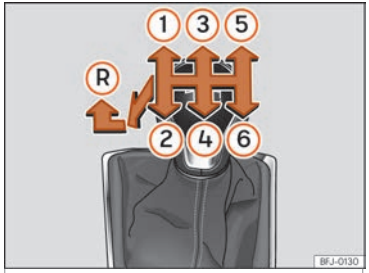

Fig. 164 Grille des vitesses de la boîte manuelle à 6 vitesses.
Les positions des vitesses sont représentées sur le levier de vitesses ››› fig. 164.
- Au point mort, appuyez sur le levier de vitesses, déplacez-le complètement vers la gauche puis vers l'avant pour passer la marche arrière ››› fig. 164 Ⓡ.